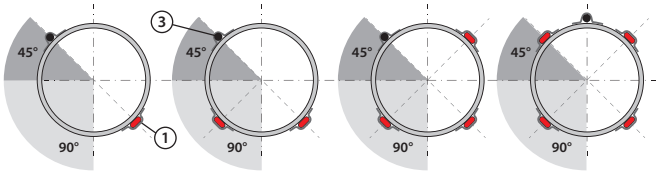

Fig. 2
5. Rechte leidingen en de sensor moeten worden aangebracht zoals getoond in fig. 2. Gevlochten draden worden voor ongeveer elke meter leiding bevestigd met aluminium tape, zie de afbeelding.